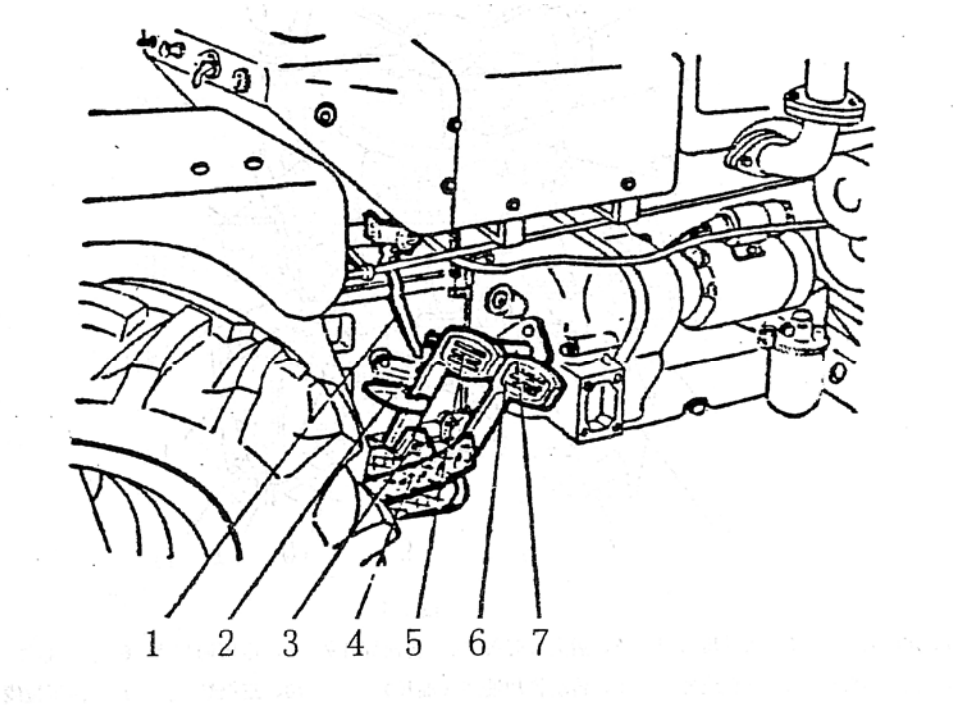

Рис. 2-5
14. Фиксаторная собачка 2 (рис.2-5)